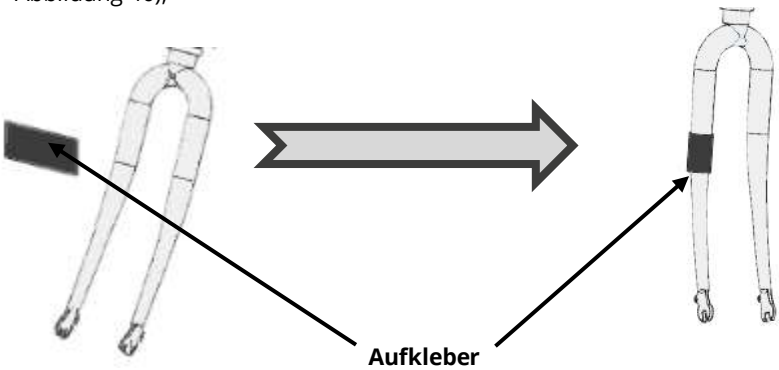

Abbildung 40 - Anbringen des Aufklebers
- Positionieren Sie die Schutzaufkleber so, dass das Flanschsystem an den Kontaktstellen keine Spuren auf der Gabel Ihres Fahrrades hinterlässt (siehe Abbildung 40);